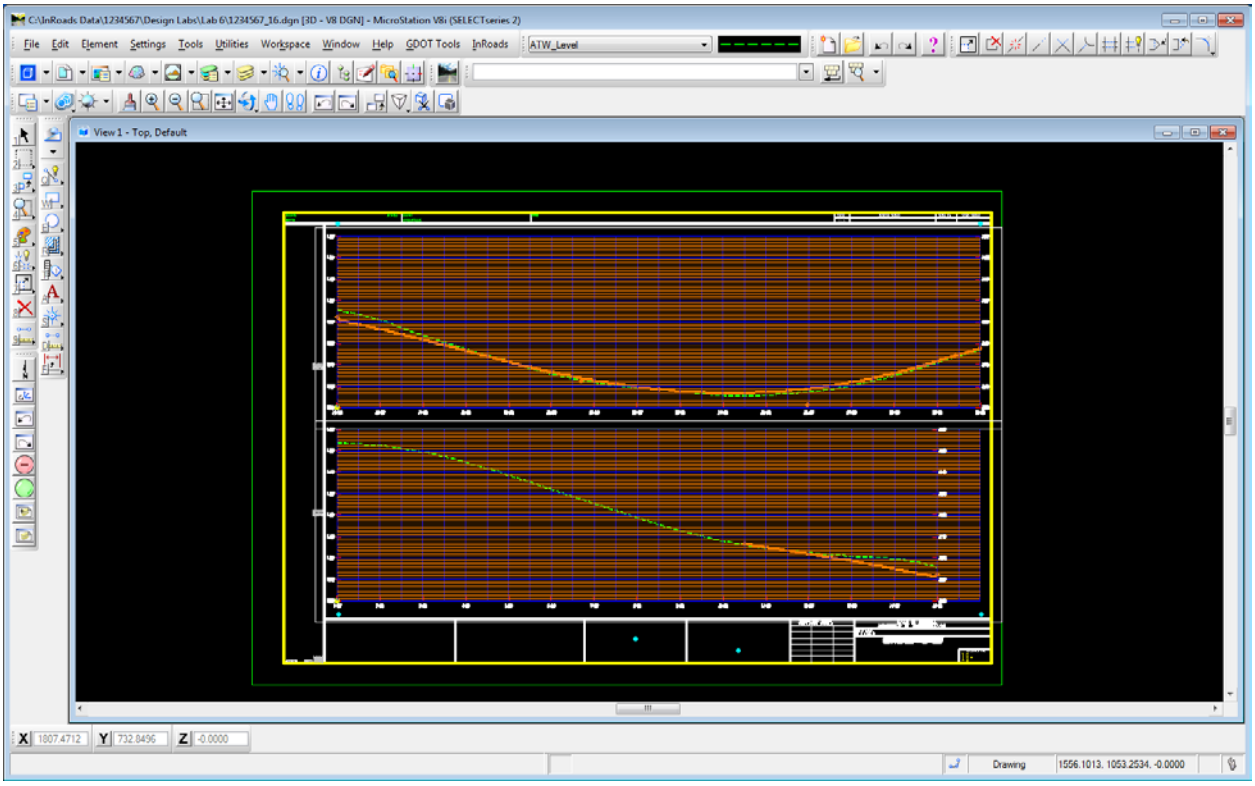

Figure L6-4 MicroStation Window
15.	• In MicroStation -- Verify you are currently in the DGN File named ***1234567_16.dgn***. • Ensure that your view in MicroStation matches that shown in *Figure L6-4*. *Views the Profile in MicroStation.*